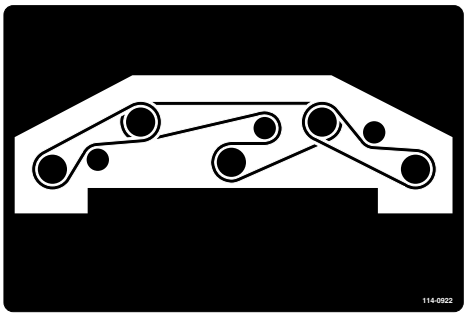

Figura 128
8. Pase la correa nueva alrededor de las poleas de los ejes y del conjunto de la polea tensora (Figura 128).